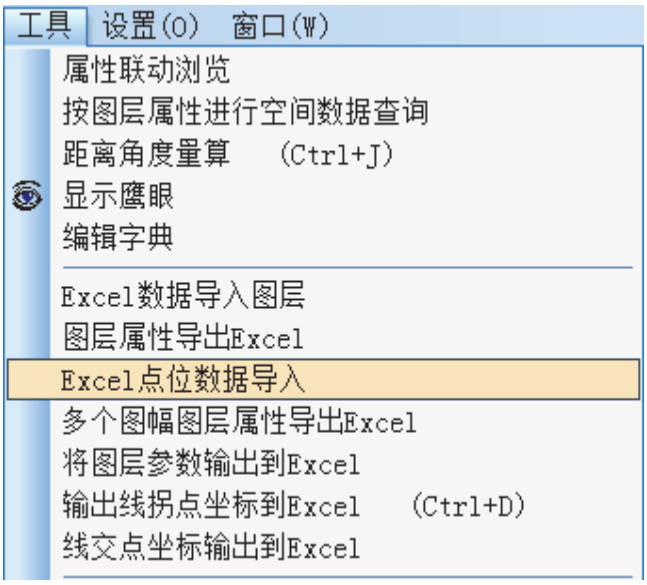

图 4-4
2. 选择菜单“工具”→“Excel 点位数据导入”（见图 4-4）；